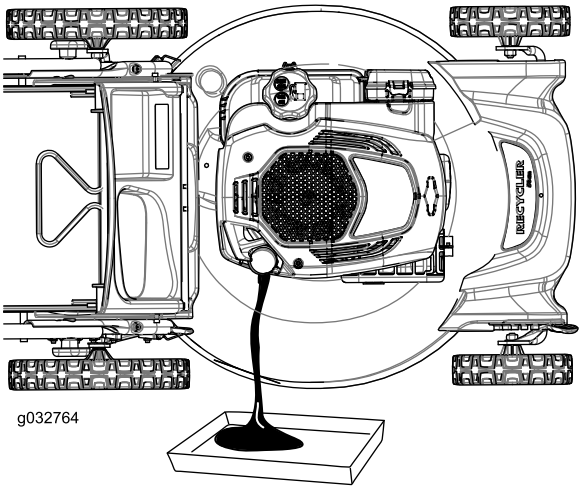

Figuur 26
7. Kantel de machine op zijn kant met de vulbuis omlaag om de gebruikte olie langs de vulbuis te laten uitlopen in een bak (Figuur 26).